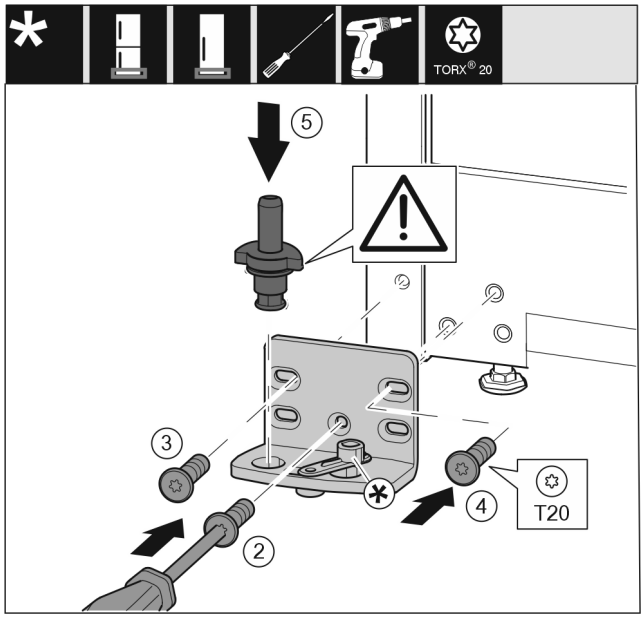

Fig. 17
- ▶ Coloque el soporte del cojinete en el otro lado y atorníllelo con un destornillador. Comience con el tornillo *Fig. 17 (2)* en la parte inferior central.
- ▶ Atornille el tornillo *Fig. 17 (3)* y el tornillo *Fig. 17 (4)*.
- ▶ Inserte completamente los pernos del cojinete *Fig. 17 (5)*. Asegúrese de que la leva de bloqueo apunte hacia atrás.